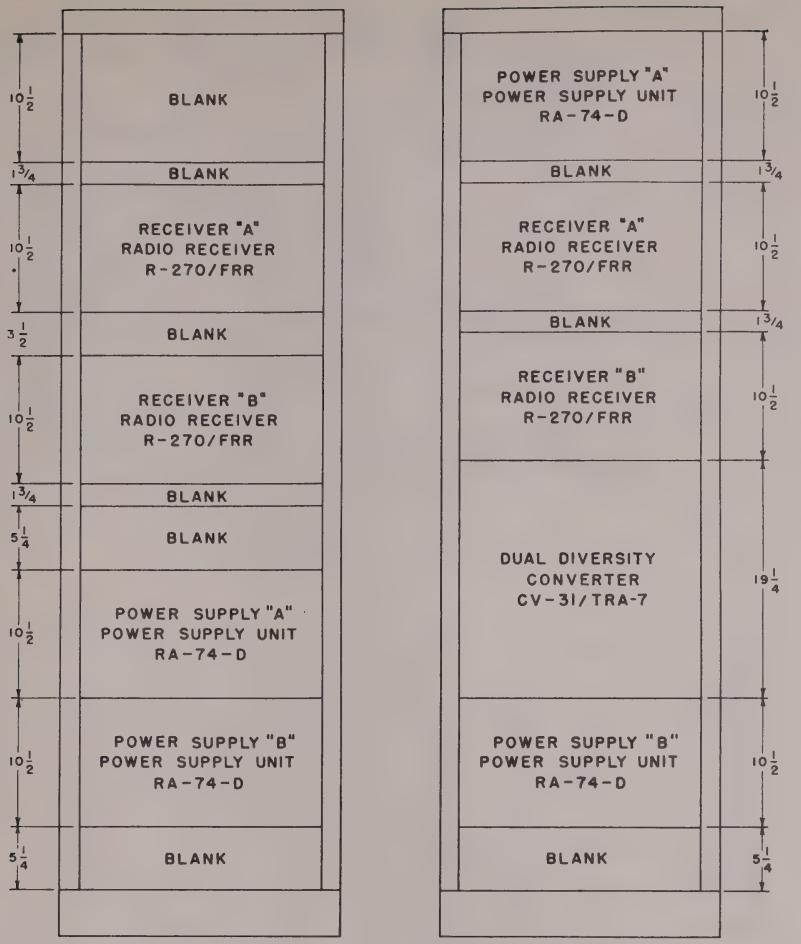

Figure 12. Location of major components in rack, and alternate location when Dual Diversity Converter CV–31/TRA–7 is used.
b. Mount the receivers and their power supplies in the rack locations as shown in figure 12. Attach the unit front panels on the rack, using the screws and washers packed in the small containers included with each receiver and power supply. Connect the grounding braid to the grounding bus-bar which runs along the inside of the cabinet.
c. When a Dual Diversity Converter CV–31/TRA–7 or CV–31A/TRA–7 is used, it may be mounted in the same cabinet; if so, mount the units in the rack as shown in the alternate view of figure 12. It will be necessary first to mount the converter cradle to the rack; then slide the converter unit into the cradle. The converter unit may then be secured to the rack. The inverted rack door box must be reversed and mounted on the door to accommodate the converter connectors and cordage.